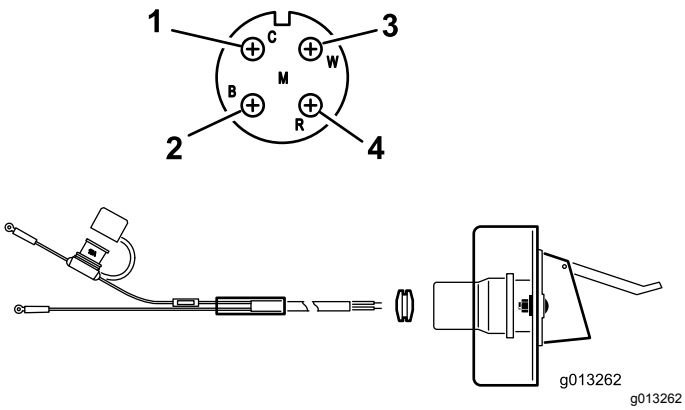

Figuur 9
2. Leid de elektrische bedrading van de accu naar de stekkerhouder en maak de bedrading vast (Figuur 9).
3. Leid de bedrading door de contrastekkerhouder en plaats de zwarte rubberen pakkingring over de bedrading (Figuur 9).